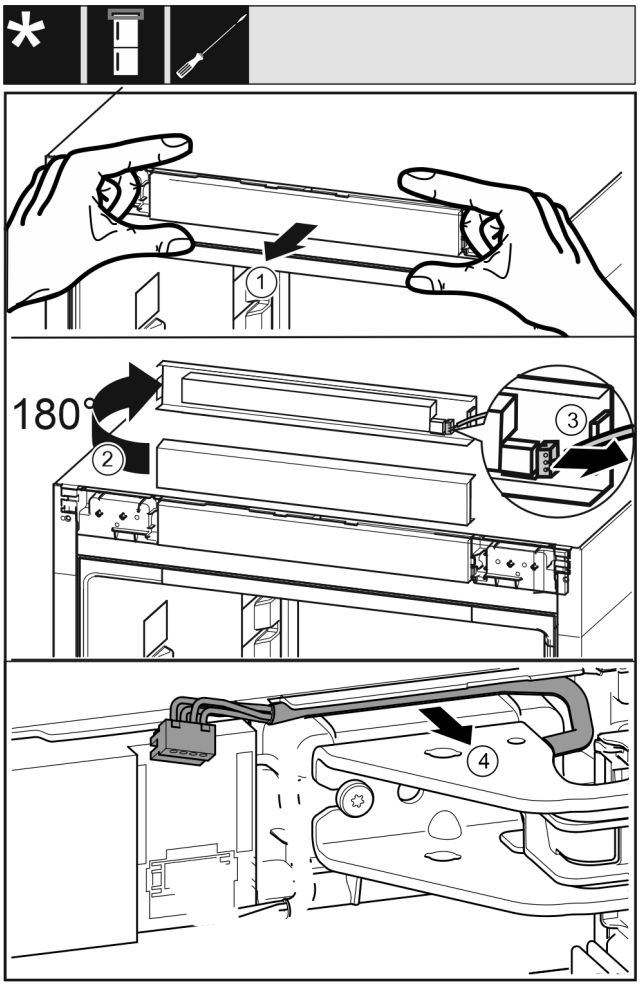

Fig. 6
▶ Λύστε την πρόσοψη χειρισμού της συσκευής προσεκτικά προς τα εμπρός. *Fig. 6 (1)*
▶ Περιστρέψτε την πρόσοψη χειρισμού προς τα επάνω κατά 180°. *Fig. 6 (2)*
▶ Πιέστε την προεξοχή ασφάλισης προς τα πίσω και τραβήξτε προσεκτικά έξω το φις. *Fig. 6 (3)*
▶ Απελευθερώστε το καλώδιο πάνω από το στήριγμα προσεκτικά από τον οδηγό. *Fig. 6 (4)*